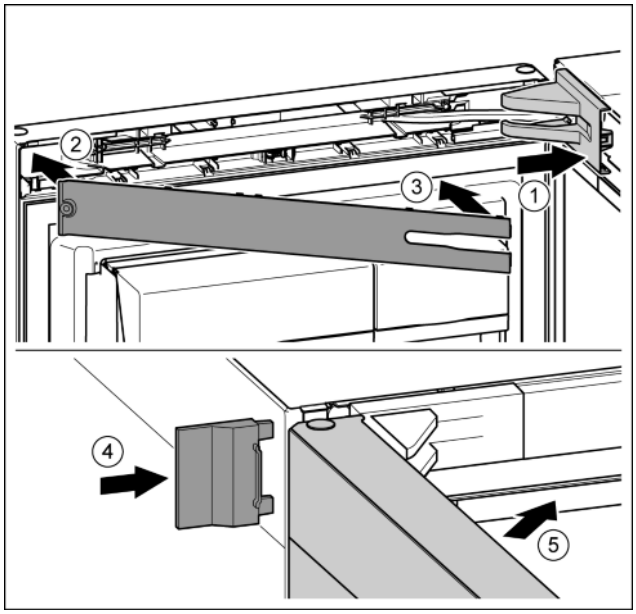

Fig. 26
- ▶ Poser et enclencher le cache du support de palier, l'introduire en appuyant délicatement. *Fig. 26 (1)*
- ▶ Poser le cache. *Fig. 26 (2)*
- ▶ Incliner le cache et l'enclencher. *Fig. 26 (3)*
- ▶ Enfiler le cache extérieur. *Fig. 26 (4)*
- ▶ Fermer la porte supérieure. *Fig. 26 (5)*